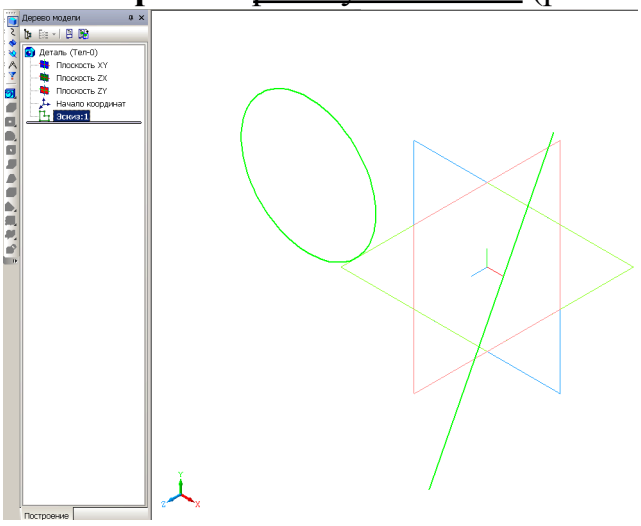

Рис. 3.15. Эскиз, содержащий окружность и ось
3.8. Завершите работу с эскизом (рис. 3.15).